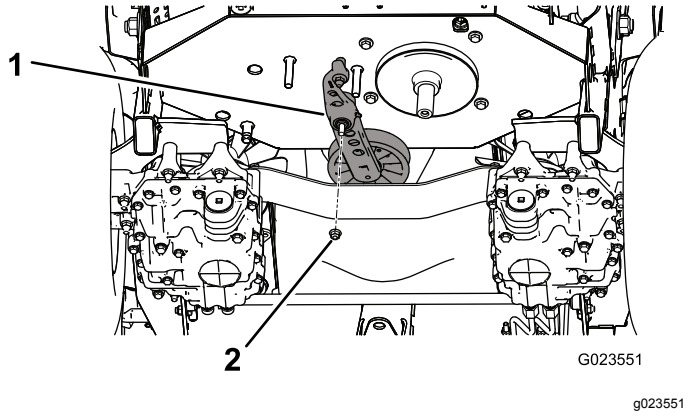

Figur 57
5. Fjern mutteren som fester spennenheten til rammen (Figur 57).